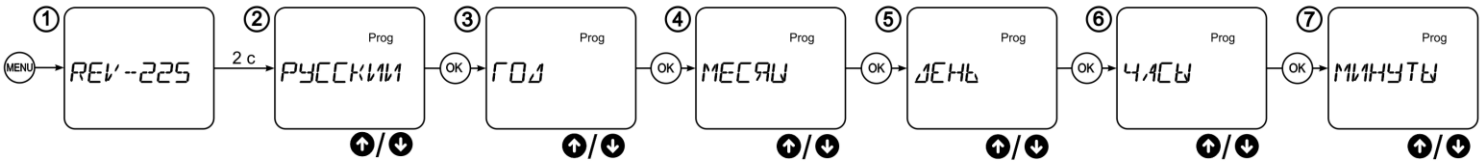

Рисунок 4 – Схема налаштування виробу при першому увімкненні
1) Натиснути на кнопку **MENU** – при цьому протягом 2 секунд на дисплеї буде відображатися назва виробу, потім REV-225 запропонує обрати мову (рисунок 4 поз.2);